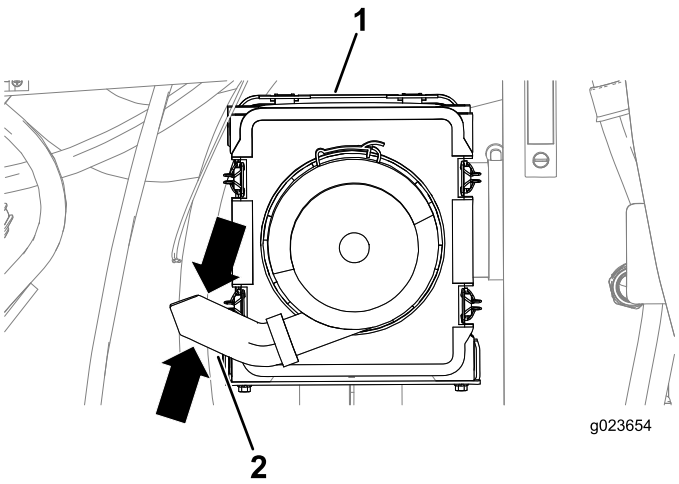

Figure 117
3. Serrez les côtés de la valve sur le couvercle du filtre à air pour évacuer l'eau, la poussière ou les saletés éventuellement accumulées sur la valve (Figure 117).